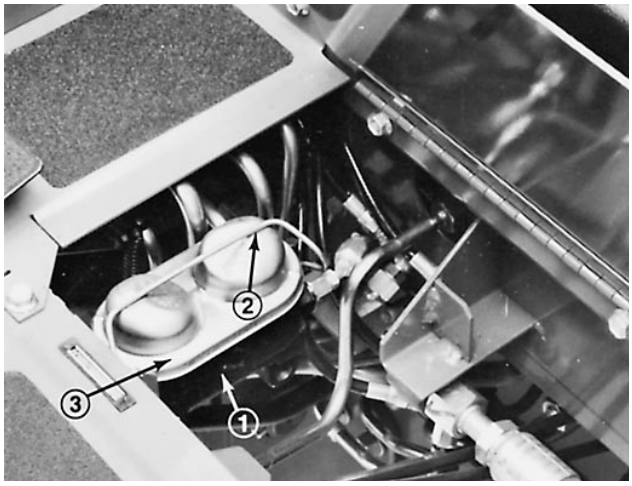

Afbeelding 54
2. Klik de beugel van de sluitkap open en verwijder de sluitkap van de hoofdcilinder (Afb. 54).